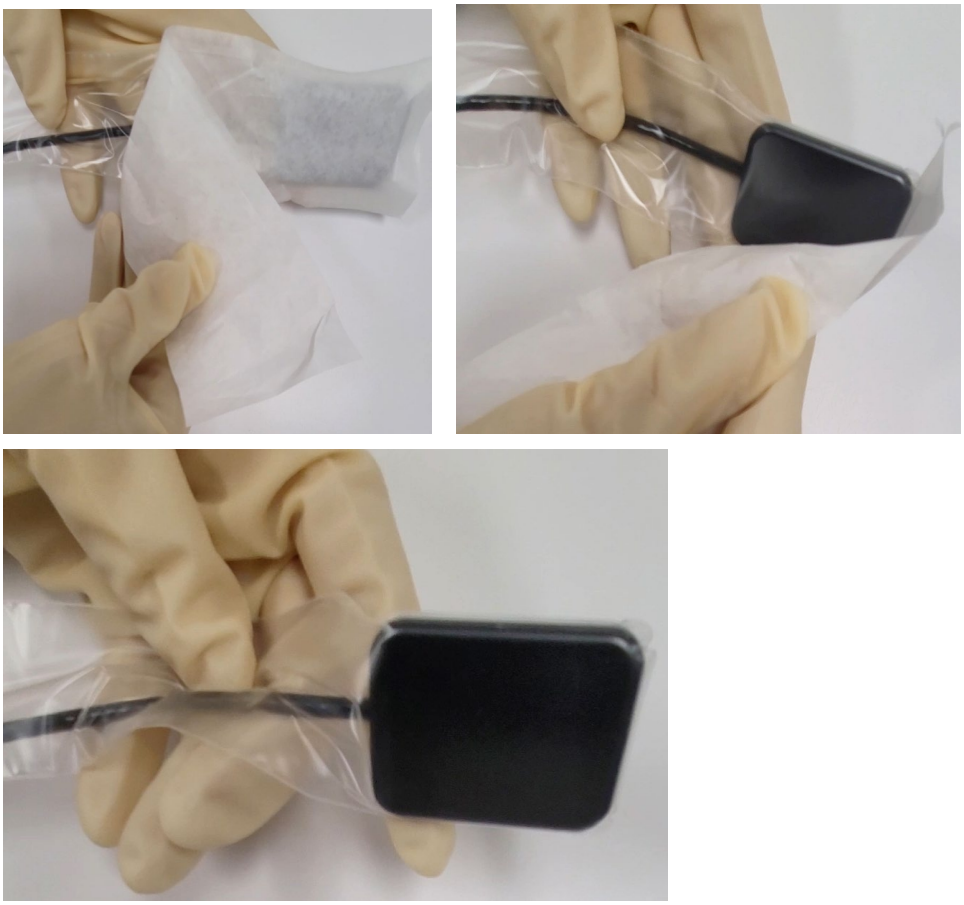

Figures 5. Removing the paper backing from the sheath.
5. Peel away the paper backing. See Figures 5 below.